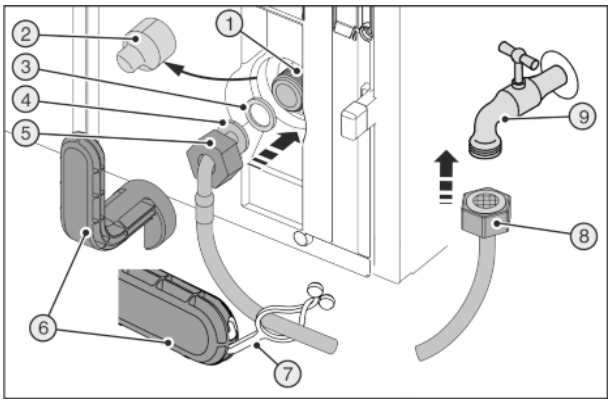
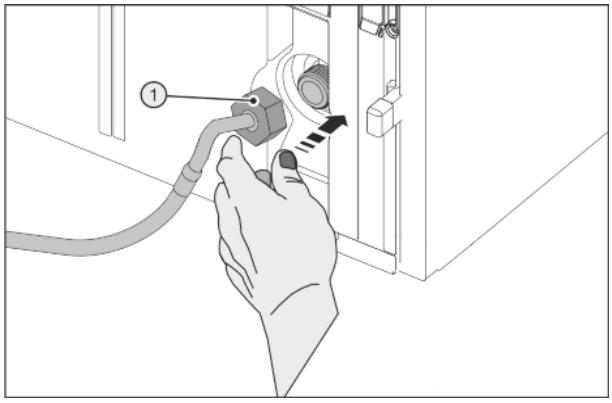

Fig. 48
Fig. 49
Broken auxiliary tool *Fig. 48 (6)*.
▶ Only use an auxiliary tool *Fig. 48 (6)* at room temperature.
▶ Remove the cover *Fig. 48 (2)*.
▶ Easy to fit: Place the straight end of the hose *Fig. 48 (8)* to the left on the floor.
▶ Slide the nut *Fig. 48 (5)* over the angled end of the hose *Fig. 48 (4)* up to the end and secure.
▶ Moisten *Fig. 48 (3)* the seal and push onto the nut *Fig. 48 (5)*.
▷ The seal *Fig. 48 (3)* lies flat and is easily retained.
▶ Position the nut *Fig. 49 (1)* carefully and screw it directly onto the thread with two fingers until it is seated securely.
▶ Tighten the nut *Fig. 49 (1)*clockwise with the auxiliary tool *Fig. 48 (6)* until maximum torque is reached and the auxiliary tool *Fig. 48 (6)* overtightens.
▶ Screw the nut *Fig. 48 (8)* onto the stopcock *Fig. 48 (9)*.
▶ Tighten the nut *Fig. 48 (8)*clockwise with the auxiliary tool *Fig. 48 (6)* until maximum torque is reached and the auxiliary tool *Fig. 48 (6)* overtightens.
▶ Turn the water supply stopcock *Fig. 48 (9)* on and check the whole water system for leaks.
▶ Hook the clip *Fig. 48 (7)* into the auxiliary tool *Fig. 48 (6)* and fix it to the stainless steel pipe to store it.